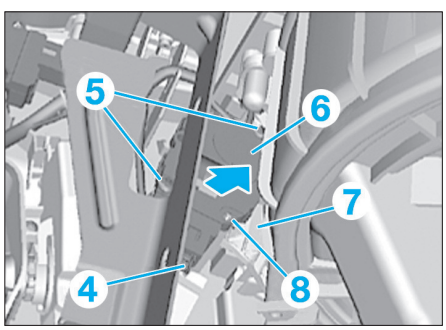

Fig. 45
• Déverrouiller et débrancher le connecteur (4) **(Fig.45)**.